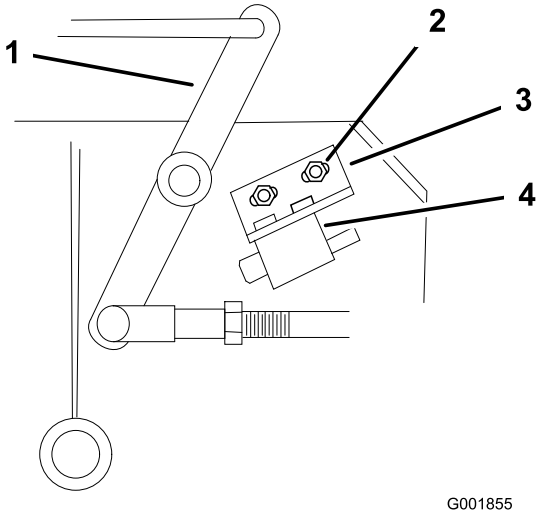

Figura 49
4. Si es necesario, ajuste el interruptor de seguridad de la cuchilla aflojando los pernos que sujetan el soporte del interruptor (Figura 49).
Nota: Asegúrese de que la palanca acodada **no** toca el cuerpo del interruptor, porque esto podría dañar el interruptor (Figura 49).